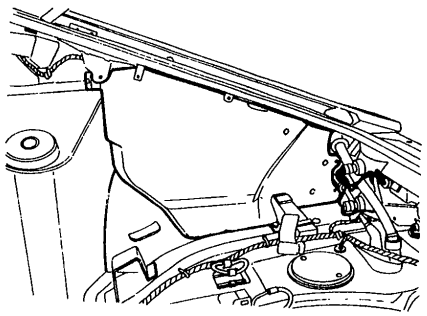

Fig. FE-7 Removing rear quarter trim
2. Remove right-hand rear quarter trim and reservoir tank protector. See Figure FE-7. Refer to Section BF.